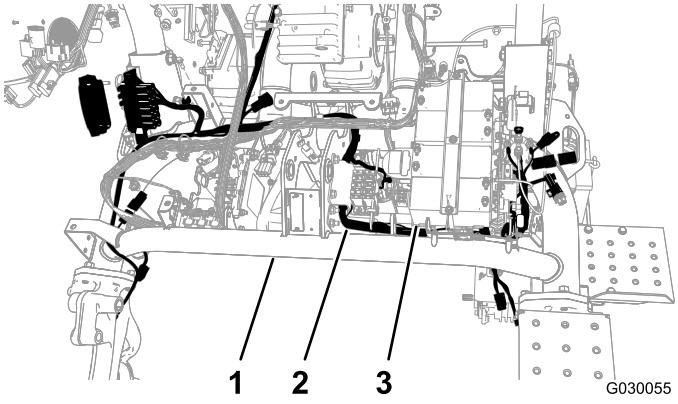

Figura 4
4. Enrute el arnés de cables por debajo del tubo principal del bastidor y por delante de las baterías de los molinetes (Figura 4).
5. Enrute el arnés de cables nuevo hacia atrás, por debajo del tubo principal y entre el lado opuesto de la placa de la batería y el tubo izquierdo del bastidor (Figura 4).